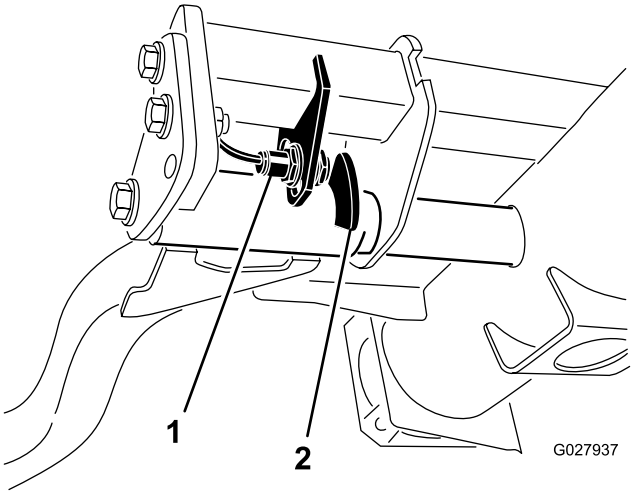

Figuur 36
2. De schakelaar van de hefarm bevindt zich onder de hydraulische tank achter de hefarm rechts voor (Figuur 36).
3. Draai de bevestigingsschroeven (Figuur 36) van de schakelaar los en zet de schakelaar lager om de draaihoogte van de hefarm te verhogen of hoger om de draaihoogte te verlagen.